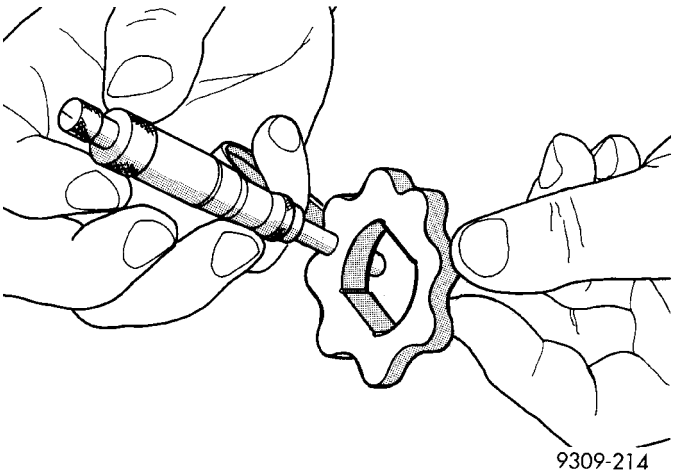

Fig. 103 Medición del espesor del rotor interior
(4) Si el rotor interior mide 7,64 mm (0,301 pulgadas) o menos, reemplace el rotor interior (Fig. 103).